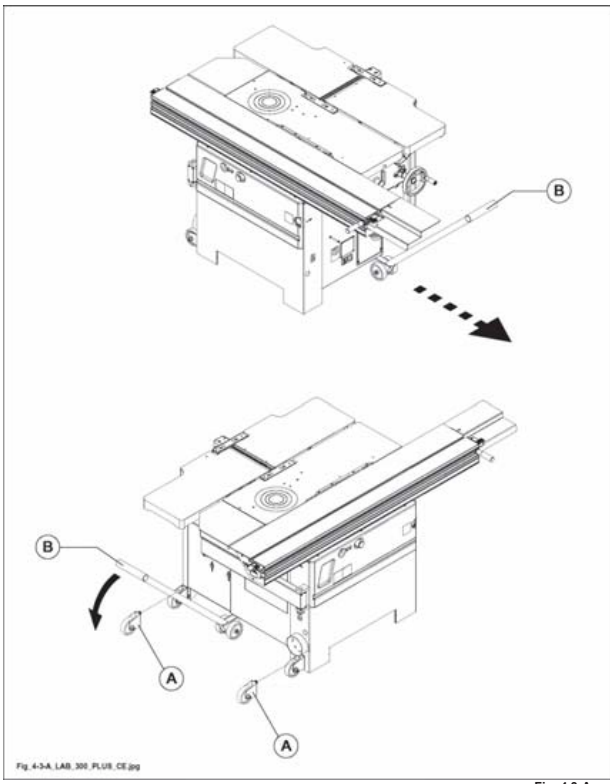

Fig. 4.3-A
- 2 ruote fisse (A fig. 4.3-A).
- 1 leva di spostamento (B fig. 4.3-A).
1) Utilizzare la leva (B fig. 4.3-A) per sollevare leggermente il basamento della macchina;
2) innestare la testa della vite presente sulle ruote fisse (A fig. 4.3-A) alle forature dei piedi del basamento come indicato in figura;
3) spostare la leva (B fig. 4.3-A) dalla parte opposta della macchina, inserire la leva nell'apposito attacco e procedere alla movimentazione della macchina.